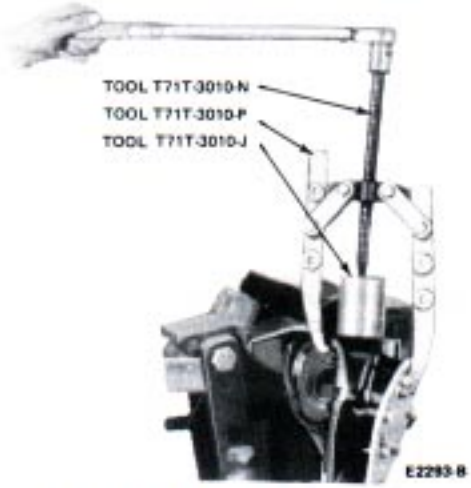

FIG. 8 Top Socket Installation
3. Assemble the top socket into the knuckle. Assemble the holding plate onto the backing plate screw. Tighten the nuts snugly. Place a new socket into the knuckle. Be sure that the socket is straight and not in a cocked position. Place a driver over the socket. Assemble the puller tool exactly as shown in Fig. 8.